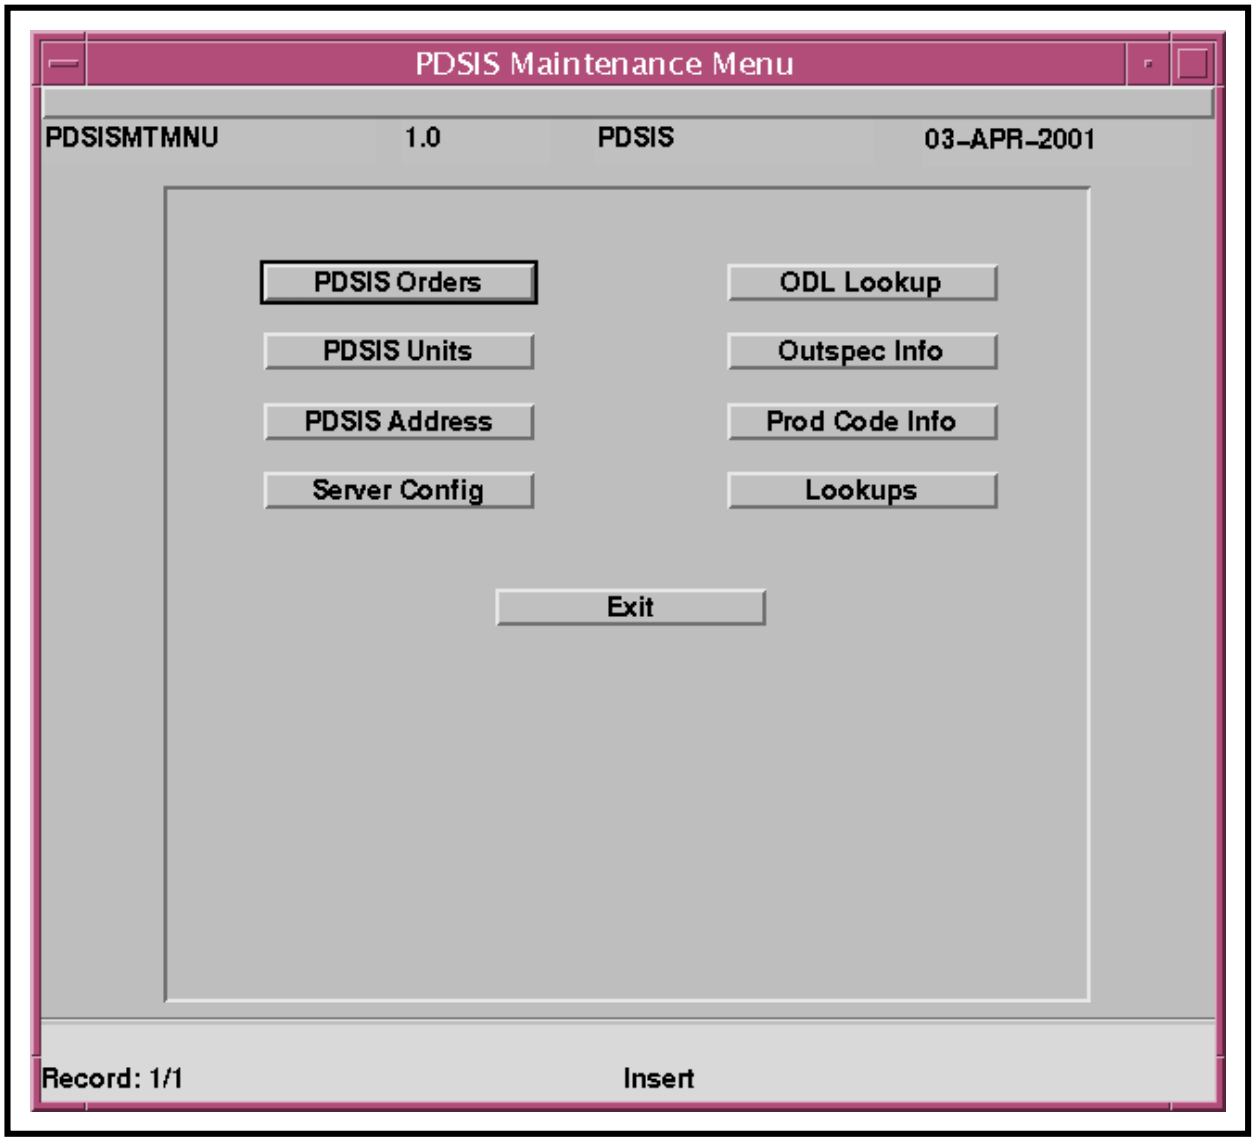

Figure 83. PDSIS Maintenance Module Main Menu
- The **PDSIS Maintenance Module Main Menu** (Figure 83) is displayed.
- If the maintenance module window was dismissed, the **PDSIS Maintenance Module Main Menu** (Figure 83) is displayed.